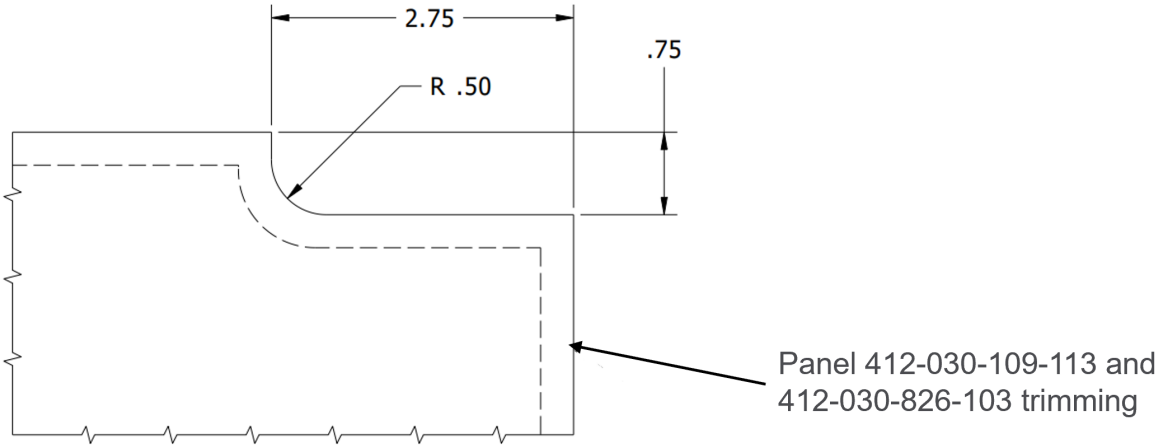

**Figure 3. Affected section of the panel and cut out details.**
4. Remove the panel assembly and using suitable cutting equipment, cut the panel as shown in Figure 3.